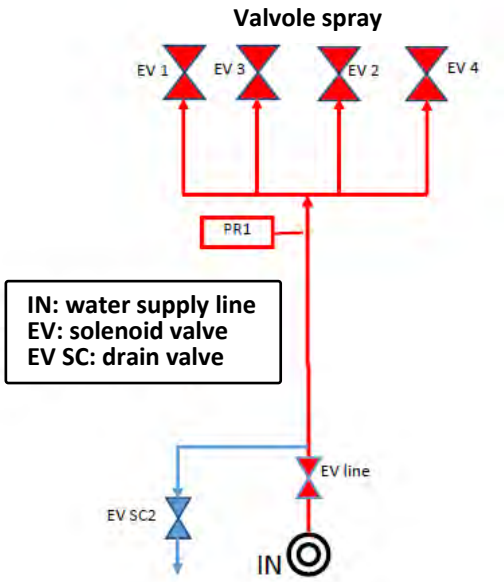

Figura 4: Schema di funzionamento SPRAY SYSTEM EVOLUTION acqua
A)_SPRAY SYSTEM EVOLUTION (Figura 4), che prevede solo un Sistema che spruzza acqua trattata sugli scambiatori di calore. Tale configurazione è suggerita quando lo scambiatore è destinato a operare quasi sempre in condizioni DRY con il sistema SPRAY destinato solo a coprire picchi di temperatura fino a massimo 300 ore di funzionamento annue.